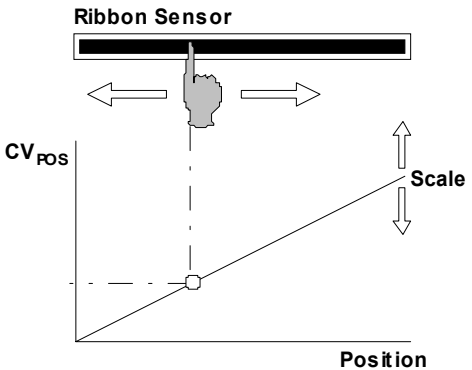

Abb. 1: Zusammenhang zwischen Position, Steuerspannung CV_{POS} und Skalierung
Der Wegsensor des A-198 ist im Prinzip ein lineares Potentiometer. Somit ist auch der **Zusammenhang zwischen** der **Fingerposition und** der entsprechenden **Steuerspannung CV_{POS} linear** (s. Abb. 1).
Die **Skalierung**, d.h. die Zuordnung einer Wegdifferenz zu einer Steuerspannungs-Differenz stellen Sie mit dem Regler ① ein (s. Abb.1).